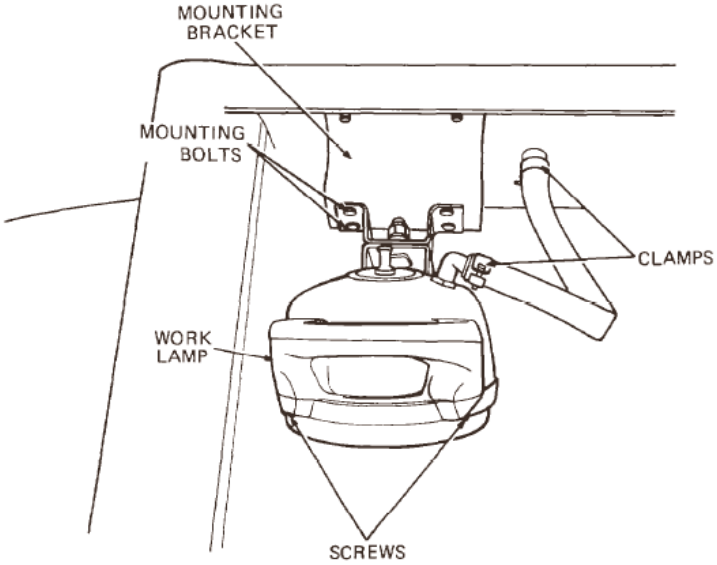

Figure 17 Walkway Work Lamp
f. Remove the screws from the front of the walkway work lamp (Figure 17) and remove the lens and reflector assembly.
i. Slacken the clamp securing the conduit to the inside of the walkway (Figure 17) and disconnect the conduit.
l. Position the walkway work lamp on the mounting bracket (Figure 17), then install and tighten the retaining bolts, nuts and washers.